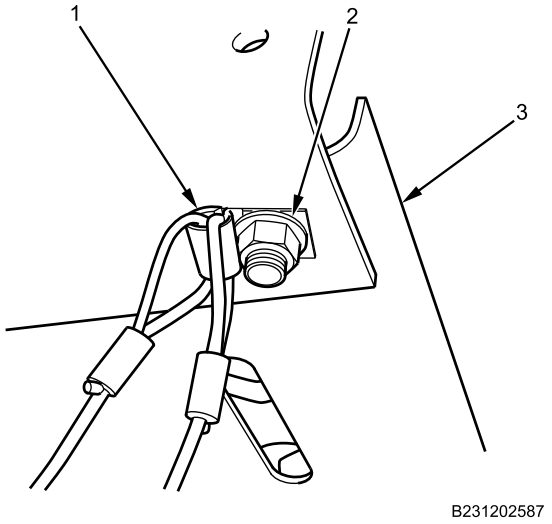

Figure 6. Primary and Supply Tank Air Drain Cables.
17. Remove air drain cable nut (Figure 6, Item 2) and air drain cables retainer (Figure 6, Item 1) from bolt in battery box tray (Figure 6, Item 3).